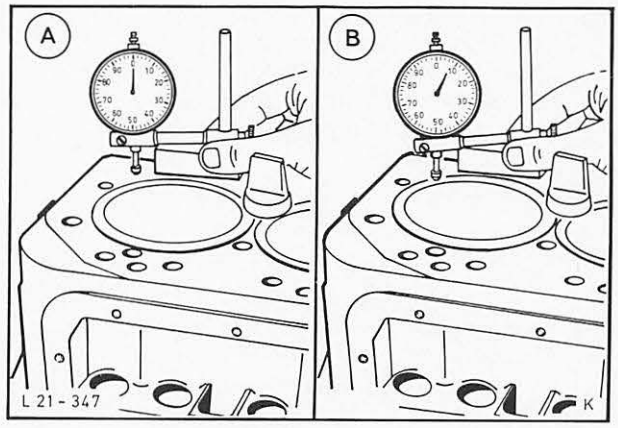

Abb. 90 Mit einer Meßuhr den Überstand der Laufbüchse kontrollieren
4. Mit einer Meßuhr den Überstand der Laufbüchse zur Dichtungsauflagefläche des Zylinderblocks kontrollieren, Abb. 90 (siehe Techn. Daten). Anschließend Halteschraube 21-088 abbauen und Zylinderlaufbüchse herausnehmen.